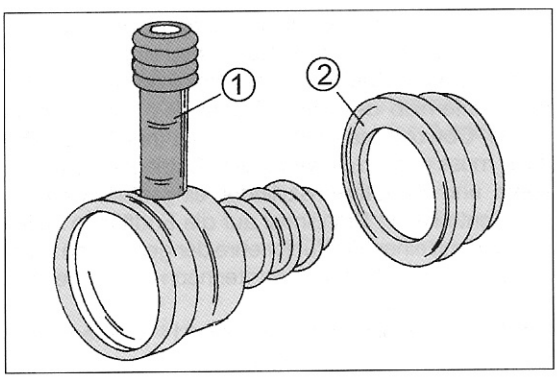

Bild 313
Das Rückschlagventil hat das in Bild 313 gezeigte Aussehen. Auf das obere Ventil (1) ist der Unterdruckschlauch aufgesteckt und befestigt, die andere Seite ist in die in den Bremskraftverstärker eingesetzte Gummiabdichtung (2) eingeschoben. Zur Erneuerung den Schlauch abziehen und das Ventil an der Außenseite erfassen. Das Ventil unter gleichzeitigem Hin- und Herwackeln aus dem Bremsservo herausziehen. Kontrollieren, ob die Gummiabdichtung noch